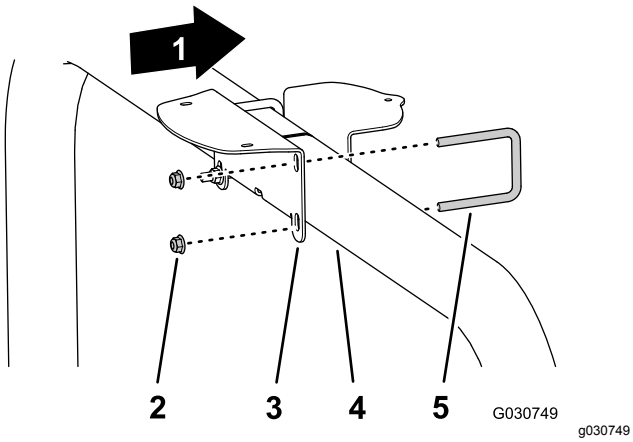

Figur 149
- Hvis maskinen er konfigurert med globalt navigasjonssatelittsystem (GNSS) med forsterkersystem for bredt område (WAAS), monterer du mottakerfestet til veltebeskyttelsesrøret (Figur 149) med de to U-boltene og fire flenslåsemutterne (3/8 tomme).